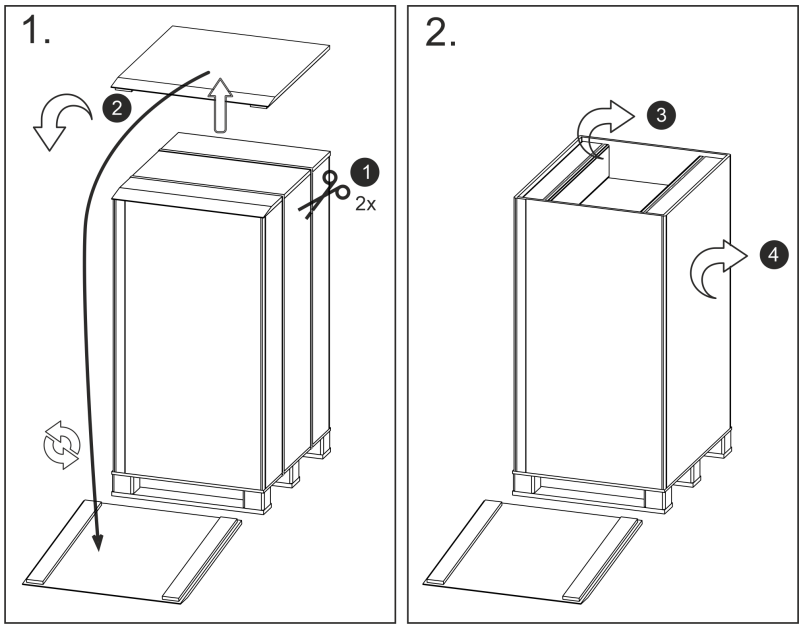

Fig. 2: Illustration des instructions de déballage pour le VC 5000
3. **Figure 2 :** Retirer les deux entretoises ③ du carton. Retirer le carton ④.